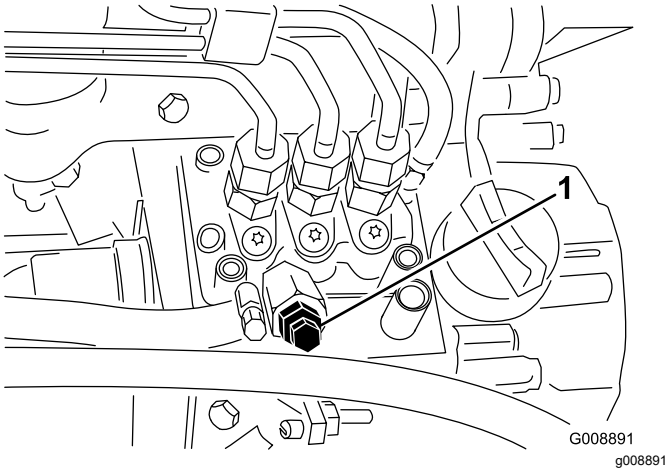

Figuur 37
4. Draai de ontluchtschroef op de brandstofinjectiepomp open (Figuur 37).